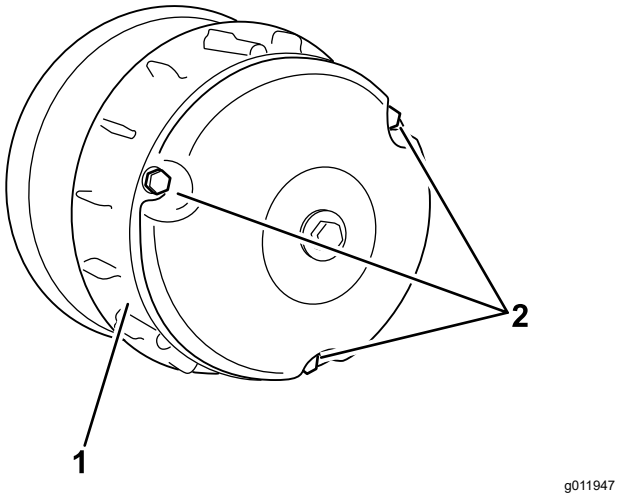

Figuur 58
2. Verwijder de 3 bouten waarmee de kap van de koppeling is bevestigd, en haal de kap weg (Figuur 58).
4. Plaats de kap van de koppeling en bevestig deze met de 3 bouten (Figuur 58) die u verwijderd hebt in 2.